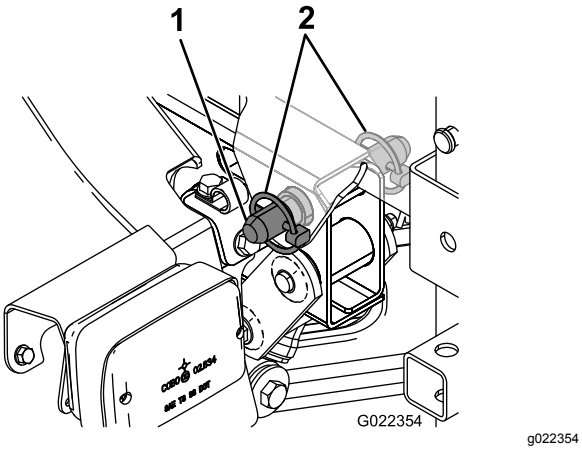

**Figur 10**
5. Rett inn hullene i svinghaken på baksiden av tankens glideramme med hullene i dreierøret på planet ved enden av kjøretøyrammen (Figur 10).
6. Monter en kileformet splittpinne og to ringstifter på svinghengselen for å feste tankenheten på rammen (Figur 10).